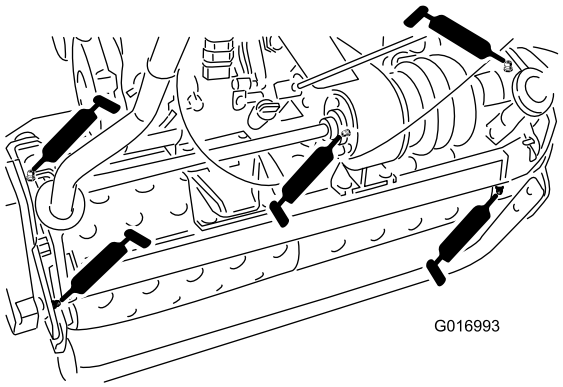

Figura 22
- 2 nos eixos do tambor (Figura 22)
- 3 no diferencial (Figura 22)